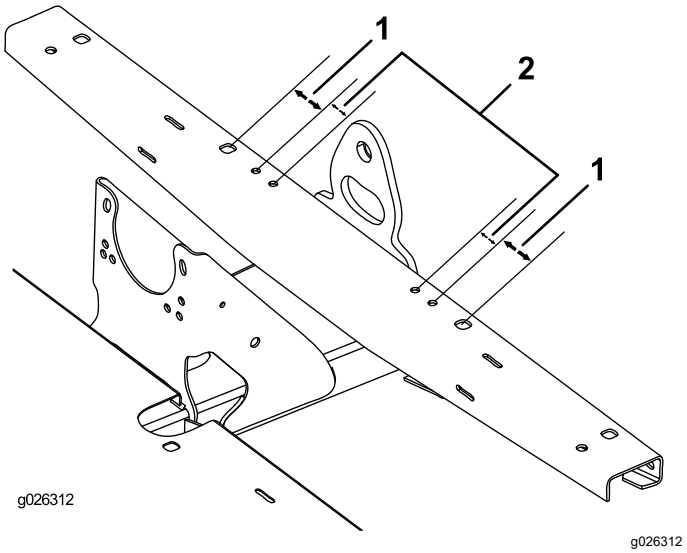

Figure 8
3. En vous aidant des dimensions indiquées à la Figure 8, localisez, repérez et percez 4 trous de 9,5 mm au sommet du profilé de cadre.